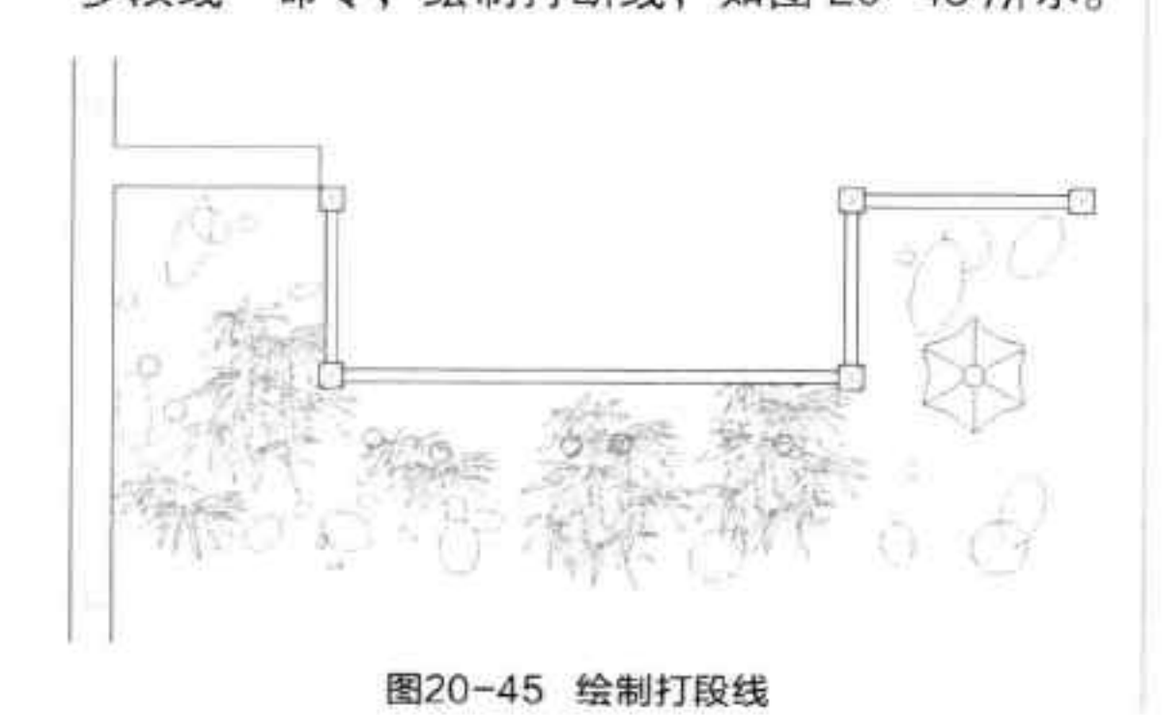

图20-45 绘制打段线
Step 15 执行“修剪”命令，修剪图形。执行“多段线”命令，绘制打断线，如图 20-45 所示。